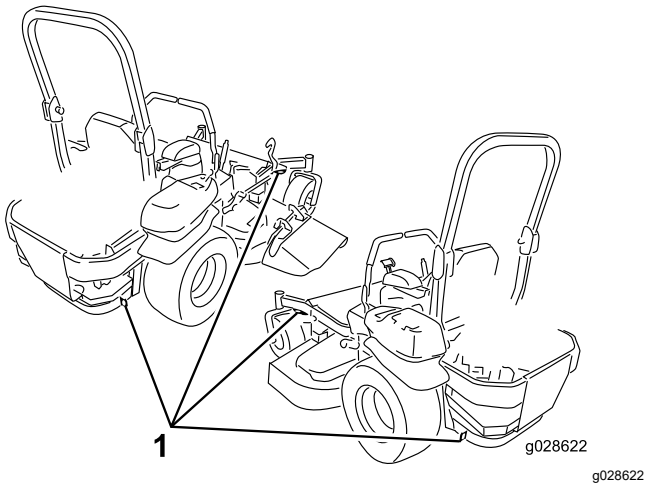

Figur 44
6. Bind fast maskinen nära de främre svänghjulen och den bakre stötdämparen med remmar, kedjor, kablar eller rep (Figur 44). Kontrollera vilka lokala bestämmelser som gäller för transport på släp.